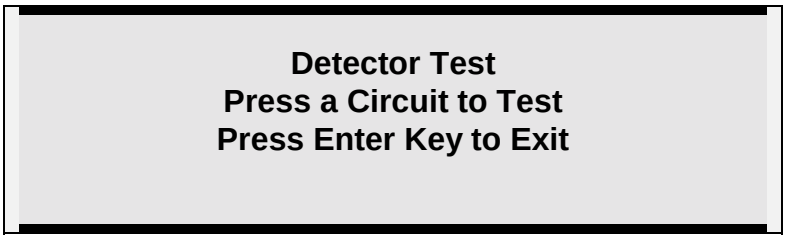

Figure T2
2. Press "**Enter**". Figure T2 is now displayed.